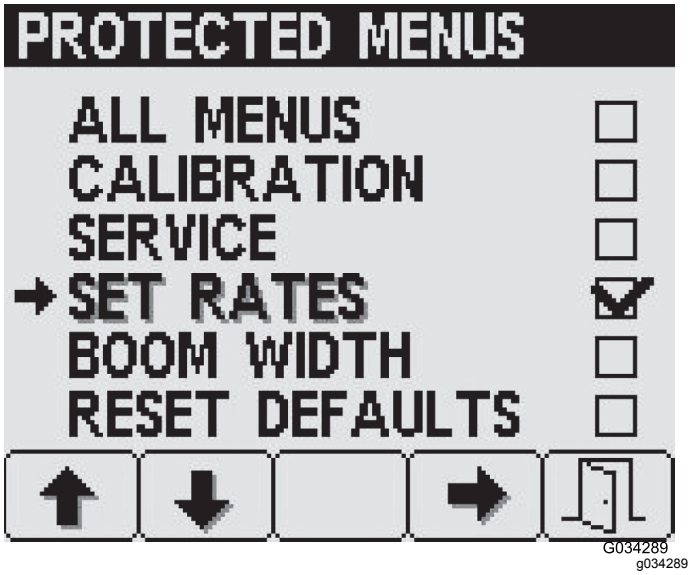

図 23
3. ボタン 4 を押してその設定を選択または選択解除する図 23。